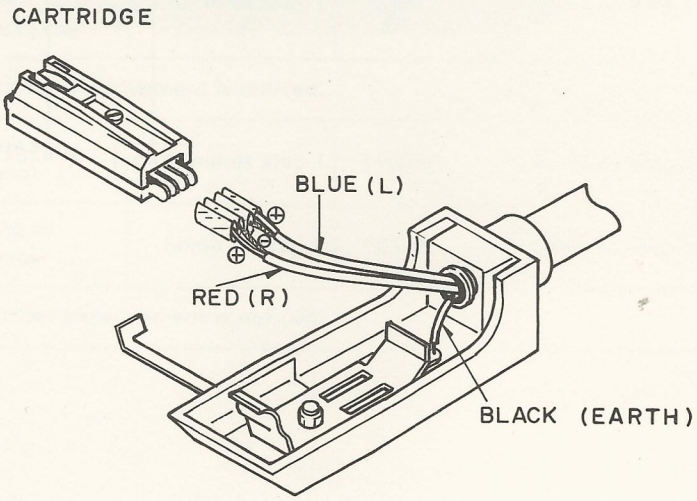

Figure 10
b) Remove the four clips from cartridge. (Figure 10 is writing)